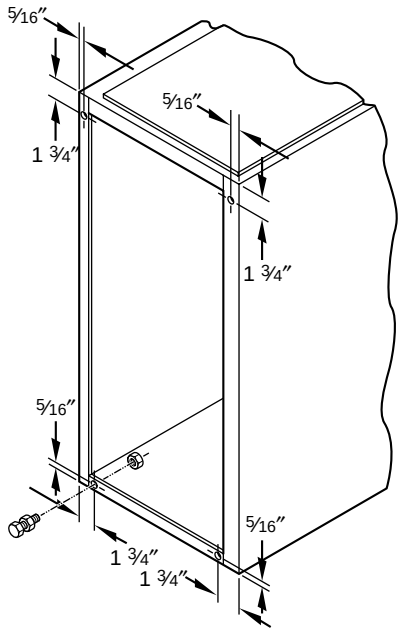

Fig. 18—Leveling Legs
When furnace is used in upflow position with side inlet(s), leveling legs may be desired. (See Fig. 18.) Install field-supplied, corrosion-resistant 5/16-in. machine bolts and nuts.
1. Position furnace on its back. Locate and drill a 5/16-in. diameter hole in each bottom corner of furnace. (See Fig. 18.) Holes in bottom closure panel may be used as guide locations.